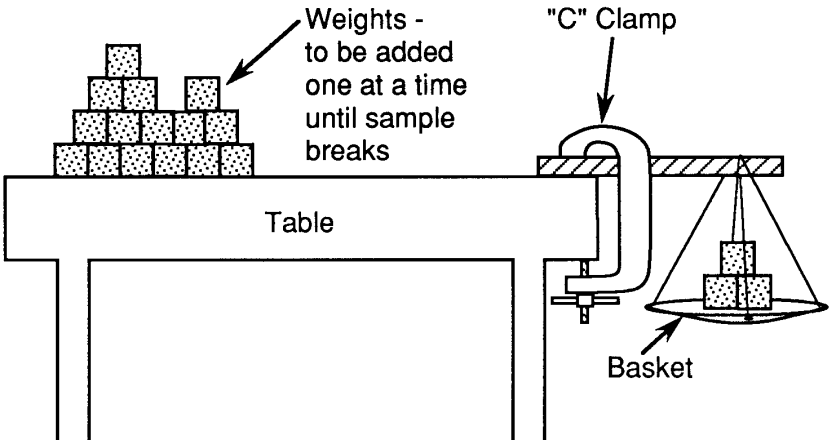

Figure 8.1. Testing Materials
1. To establish consistency in the data, you must establish a stan-dard method to test each concrete sample. An example would be to make a standard size mold (i.e., a wood mold 1 x 1 x 10 in.). Each concrete sample could then be poured into the mold and cured for the same length of time (i.e., 3 days or maybe 7 days—just be consistent). A simple procedure for testing the strength of concrete could be applied as follows. The set up is shown in Figure 8.1.